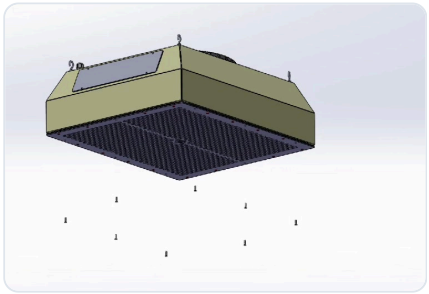

Fig. 7 – Raise the grille and screw it tight
7. Raise the intake grille with the filters, align it and fasten it with all screws (Fig. 7).